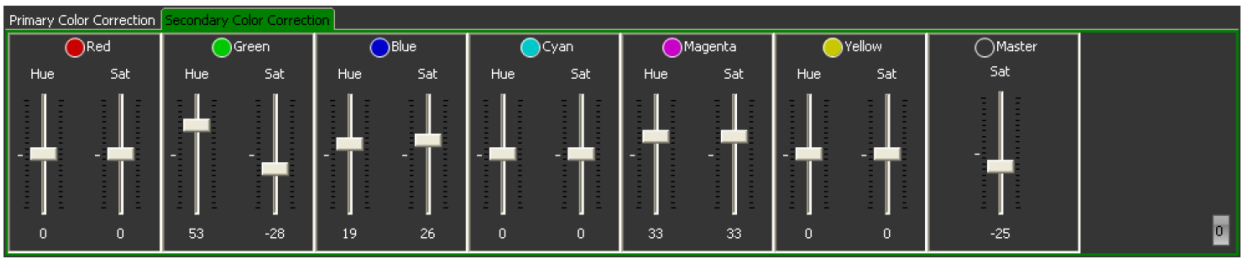

図 9:セカンダリーカラーコレクター
- セカンダリーカラーコレクションで 6 カラーセクターをそれぞれ独立に調製できる。（図 9）